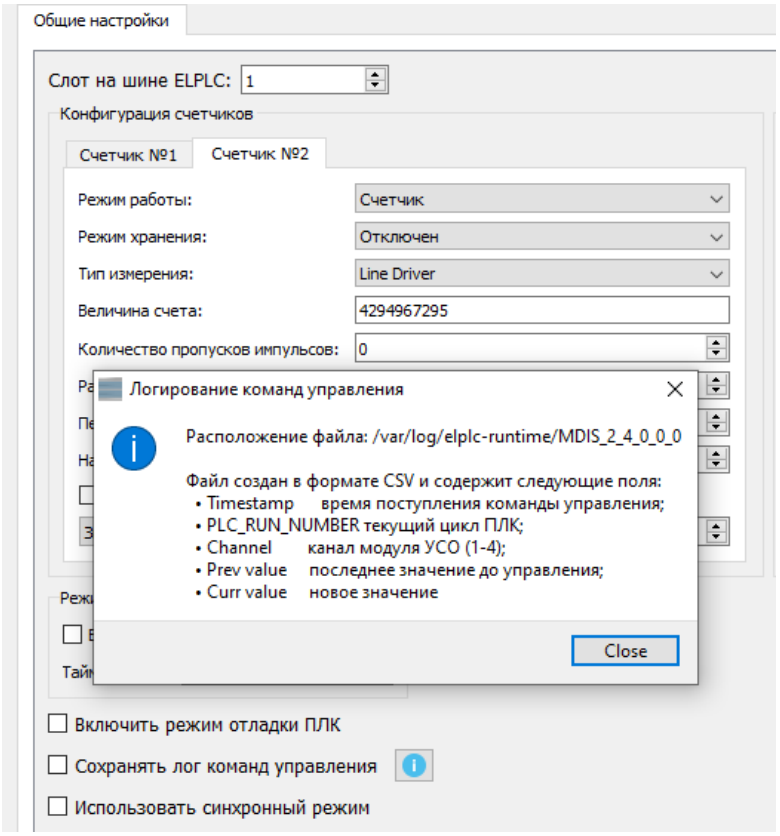

Рисунок 2.8 - Окно с информацией о расположении команд управления МВС
– флажок «Сохранять лог команд управления» (рядом расположена информационная кнопка) активирует режим отладки, позволяющий получить дополнительные диагностические сообщения в консоль ПЛК или во внутренний лог-файл, доступный в ОС ***/var/log/elplc-runtime.log***. Также есть возможность активировать функцию сохранения команд управления. В этом случае ПЛК будет вести протокол по выданным командам управления на модуль. Путь к протоколу, а также описание формата CSV файла, доступны в диалоговом окне при нажатии информационной кнопки (см. рисунок 2.8);